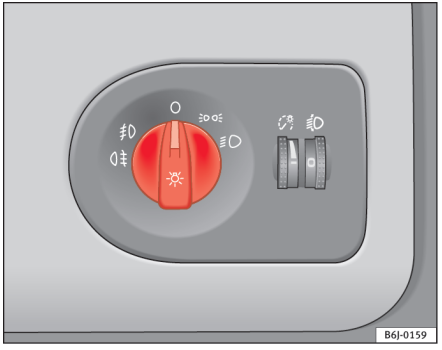

Fig. 50 Udsnit af instrumentpanelet: kontakt til lys, tågeforlygter og tågebaglygte
– Drej lyskontakten ⇒ fig. 50 til position ≣D.